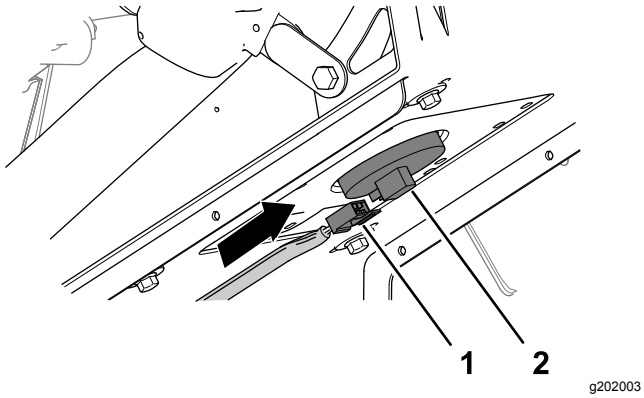

Rysunek 223
6. Podłącz złącze 2-stykowe gniazdowe wiązki przewodów maszyny do złącza czujnika fotela tak, aby złącza dobrze się zatrzasnęły (Rysunek 223).